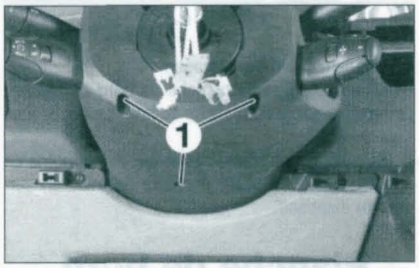

FIGURE 9-4
- Déposer les vis de fixation (1) de la coquille inférieure de colonne de direction **(figure 9-4)**.